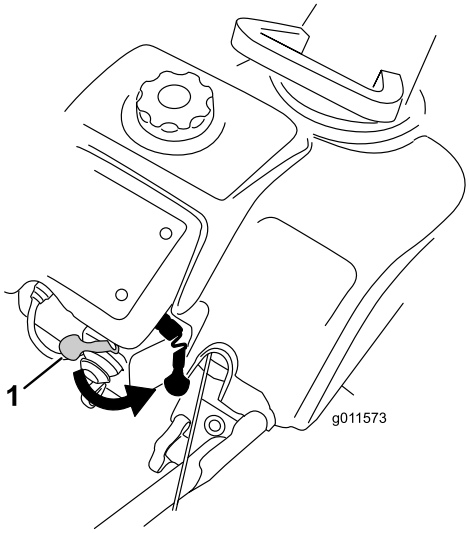
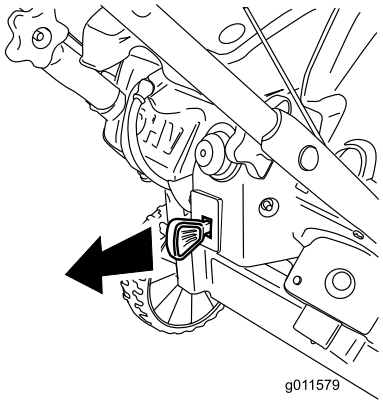

Rysunek 17
Rysunek 23
2. Przesuń dźwignię ssania całkowicie w prawo (Rysunek 17).
Aby zatrzymać silnik, wysuwaj kluczyk zapłonu, aż zablokuje się w pozycji Off (Rysunek 23) lub przesuń dźwignię ssania całkowicie w prawo (Rysunek 17).